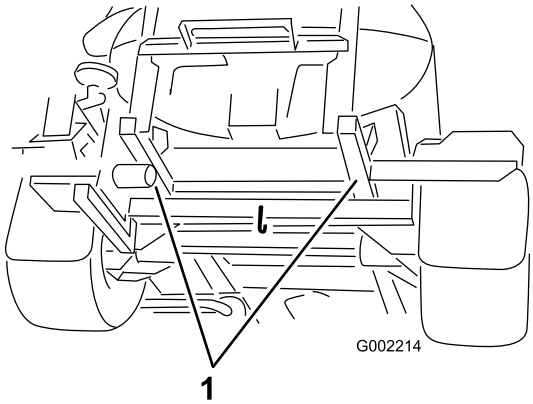

Figur 30
3. Åpne lufteskruen på pumpen for drivstoffinnsprøyting (Figur 30).